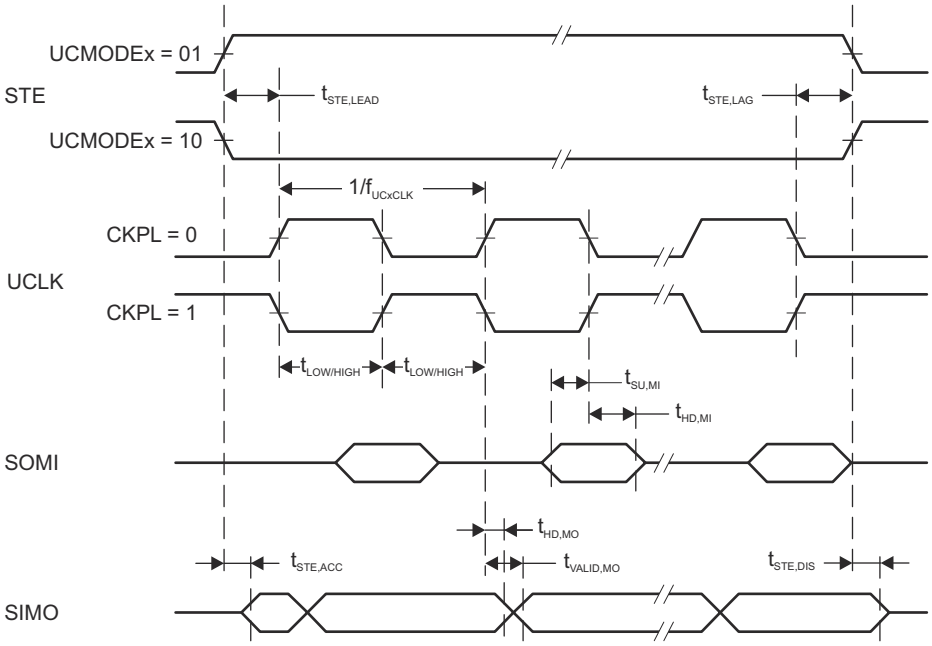
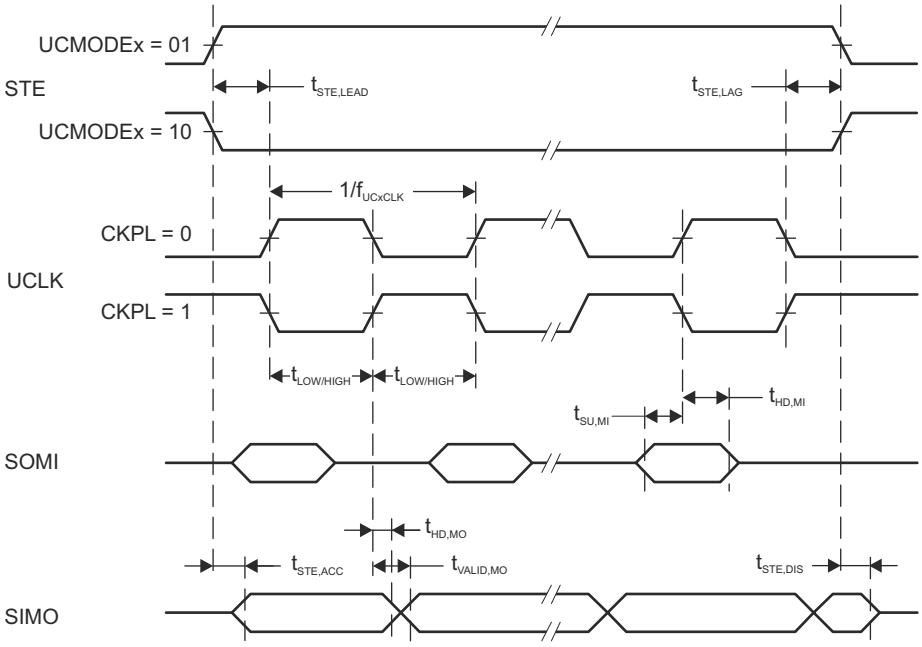

Figure 8-13. SPI Master Mode, CKPH = 0
Figure 8-14. SPI Master Mode, CKPH = 1
(2) Specifies the time to drive the next valid data to the SIMO output after the output changing UCLK clock edge. See the timing diagrams in Figure 8-13 and Figure 8-14.
(3) Specifies how long data on the SIMO output is valid after the output changing UCLK clock edge. Negative values indicate that the data on the SIMO output can become invalid before the output changing clock edge observed on UCLK. See the timing diagrams in Figure 8-13 and Figure 8-14.